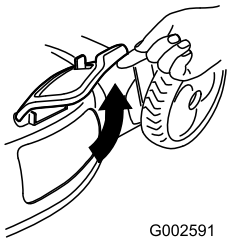

**Figura 28**
2. Alzate lo sportello di scarico laterale per aprirlo (Figura 28).